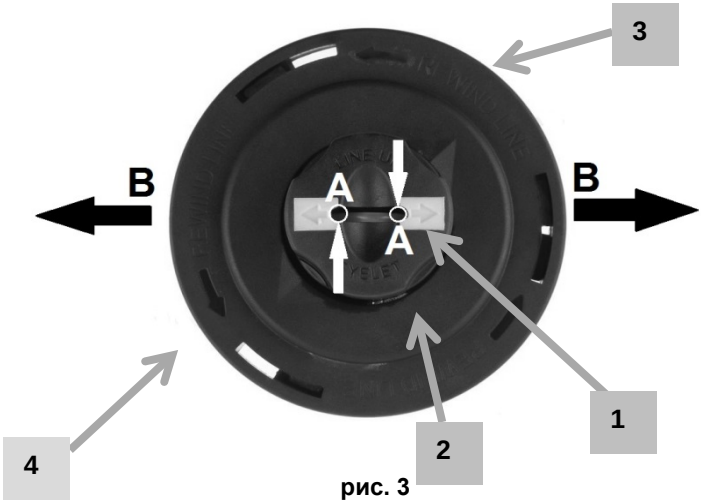

рис. 3
1.3 Совместите стрелки (A, рис. 3) на наконечнике катушки с отверстиями (B, рис. 3) выхода лески на боковой поверхности катушки – внутренний канал совместится с отверстиями выхода лески и остаток лески может быть свободно извлечен из катушки.
1.6 Вставьте концы новой лески в отверстия (А, рис. 3) на наконечнике катушки. Леска пройдет по внутренним каналам и выйдет из отверстий (В, рис. 3) выхода лески на боковой поверхности катушки. Вытяните концы лески сквозь каналы триммерной катушки, выровняйте ее концы.